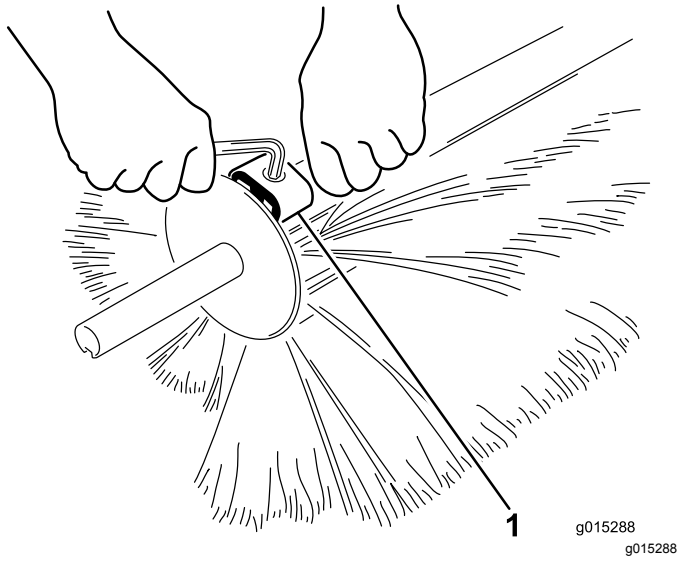

Figura 29
3. Desaperte os grampos com uma chave Allen e retire-os das metades da escova (Figura 29).